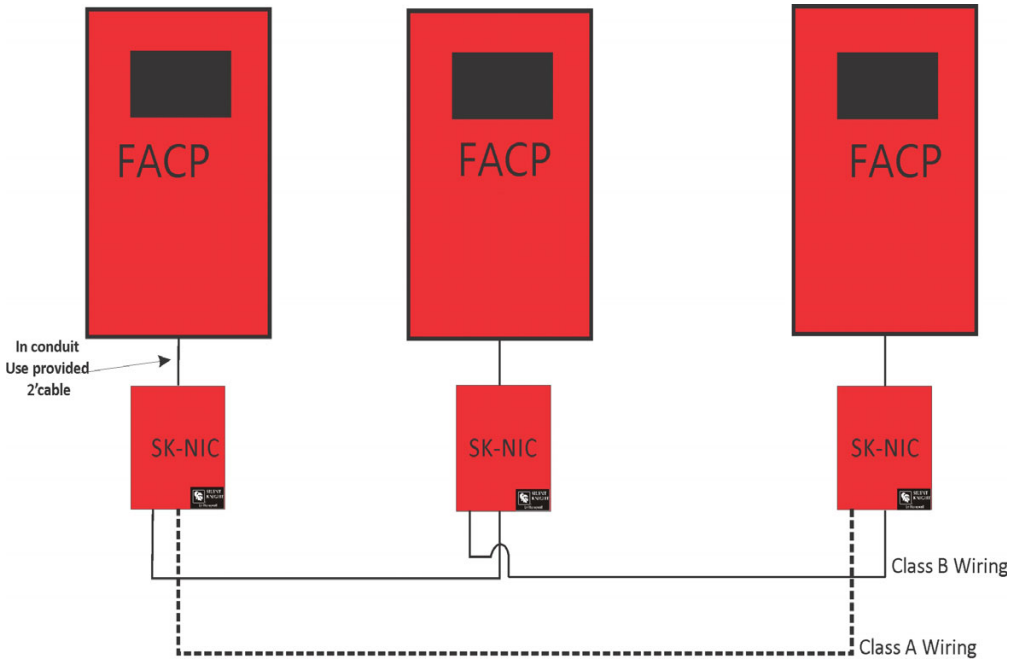

Figure 5.54 EXTERNAL SK-NIC Wiring Option
When networking a group of IFP-75 you must use the SK-NIC to link the panels together. See Figure 5.54 for external mounting of SK-NIC option.
2. Use the 6-pin cable included with SK-NIC to connect the IFP-75 to the SK-NIC. The 6-pin cable must be run in conduit. See Figure 5.54.